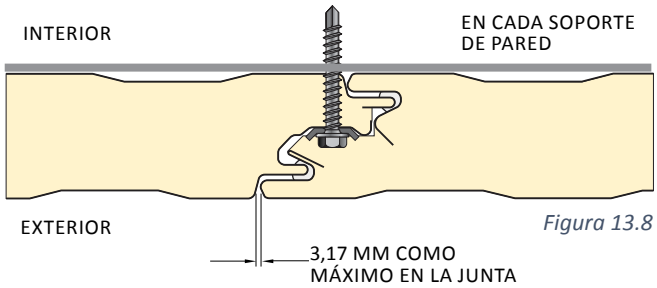

Figura 13.8
13.8 Verifique que el espaciado de las juntas sea como se muestra en la figura 13.8.